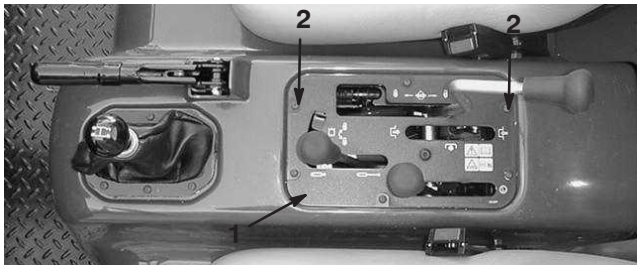

Figure 14
1. Retirez les vis avant et arrière qui fixent le côté droit de la planche de bord à la console centrale du Workman (Fig. 14).